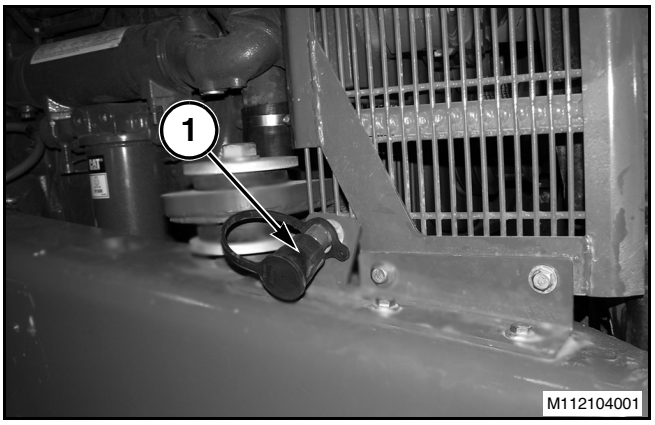

Рис. 140
Рис. 140: Разъем (1) для подсоединения воздушного шланга находится спереди на правом лонжероне. Этот разъем применяется на машинах, оснащенных воздушным компрессором и ресивером. Используйте этот разъем только для легкой работы.